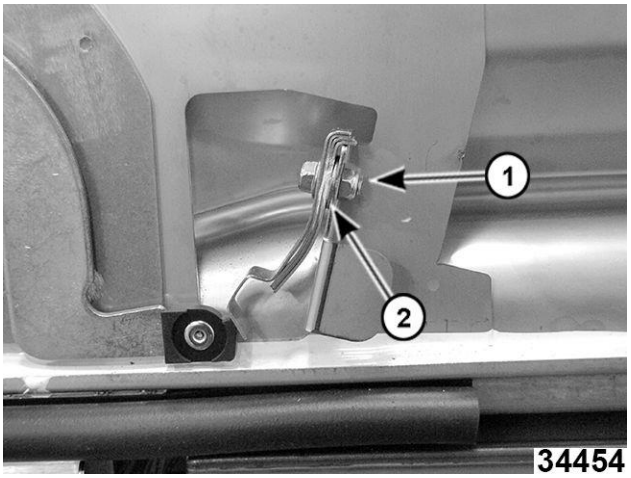

Fig. 155
3. Quite el tornillo y la tuerca (1, Fig. 155) que sujetan la placa de resorte al marco.
NOTA: Puede ser necesario agregar o quitar arandelas detrás de los resortes (2, Fig. 155) para lograr la tensión correcta.